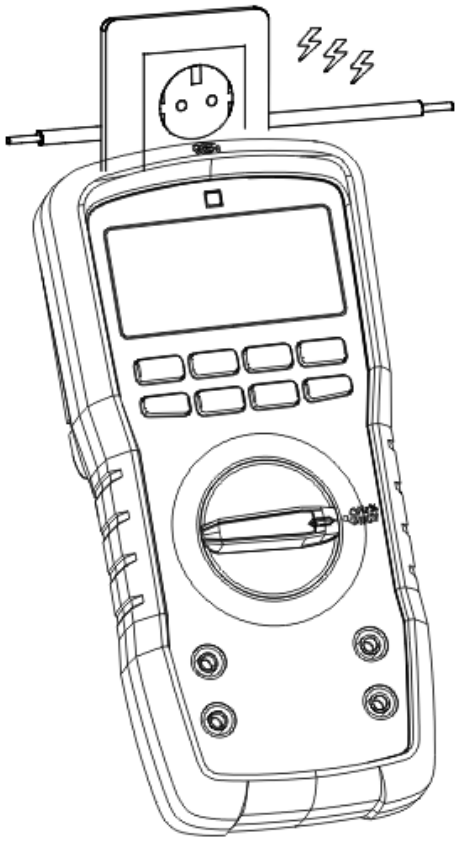

Figura 18
15. NCV (Detección de voltaje de AC sin contacto) （Figura 18）